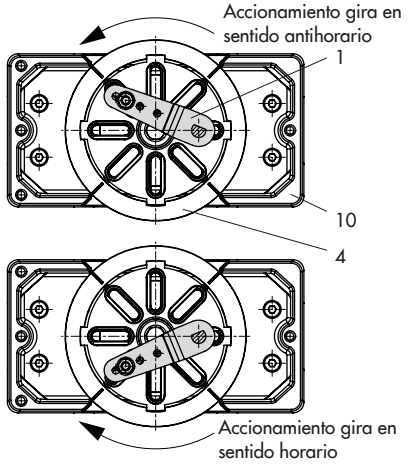

Fig. 5-24: *Sentido de giro*
5. Colocar la rueda de acoplamiento (4) en la ranura del vástago del accionamiento o bien del adaptador (3) y fijarlo mediante el tornillo (4.1) y la arandela de presión (4.2).
6. Desatornillar el pin (2) estándar de la palanca M (1) del posicionador. Atornillar el pin transmisor (Ø5 mm) del kit de montaje en la posición de pin 90°.
7. Cuando sea necesario, montar en el posicionador el conector para manómetro (7) con manómetro o si se requieren roscas de conexión G ¼, la placa de conexiones (6), asegurando que las juntas (6.1) se alojen en su lugar. En accionamientos rotativos de doble efecto sin resortes, se necesita montar un amplificador inversor, ver cap. 5.6.7.
8. Colocar el posicionador en la caja adaptadora (10) y fijarlo. Teniendo en cuenta el sentido de giro del accionamiento, alinear la palanca (1) para que quede en la ranura de la rueda de acoplamiento con su pin (Fig. 5-24).